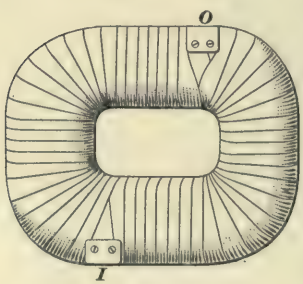

FIG. 5.
**5. The No. 20 Field Coil.**—Fig. 5 shows the general appearance of the No. 20 field coil, which contains 129 turns of No. 4 B. & S. wire; it is of the mummified type (a mixture of chalk and japan being applied to it in the course of its winding, after which it is put in an oven and baked), is firm and hard and can be dropped on the floor with little liability to injury. All four fields are exactly alike and are, therefore, interchangeable; but in putting in a new set of fields, or in replacing a faulty one, the usual precautions must be observed in placing the field and in connecting it. Assuming that the fields have been put in correctly in the first place, it is an easy matter to replace one field and connect it the same as the one that was taken out; but, inasmuch as it is a very easy matter to get a coil turned end for end, which would reverse its polarity, weaken the whole motor field,